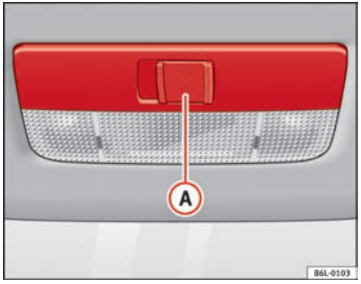

Fig. 61 Interior roof trim: front interior lighting
The switch (A) ⇒ Fig. 61 is used to select the following positions:
Move the switch to position O ⇒ Fig. 61.